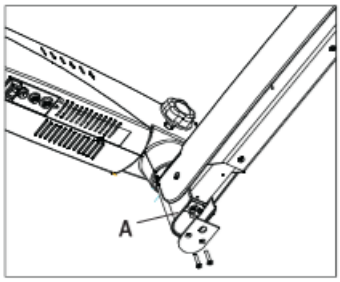

Fig. 52
3. **Use hexagonal wrench of 8mm in bolt (A) shown in fig.52 rotate it clockwise to increase desired tension on Gas spring.**